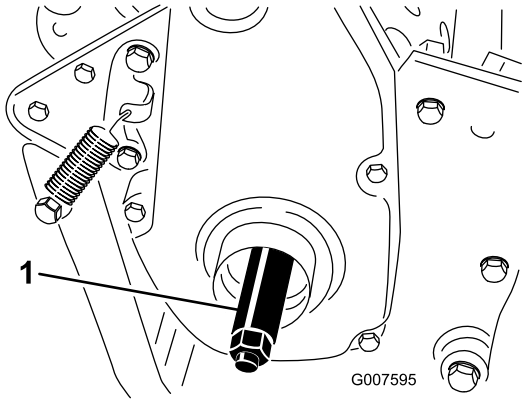

Bild 6
3. Drehen Sie die rechte Radachse in die Antriebsscheibe rechts an der Maschine (Bild 6).